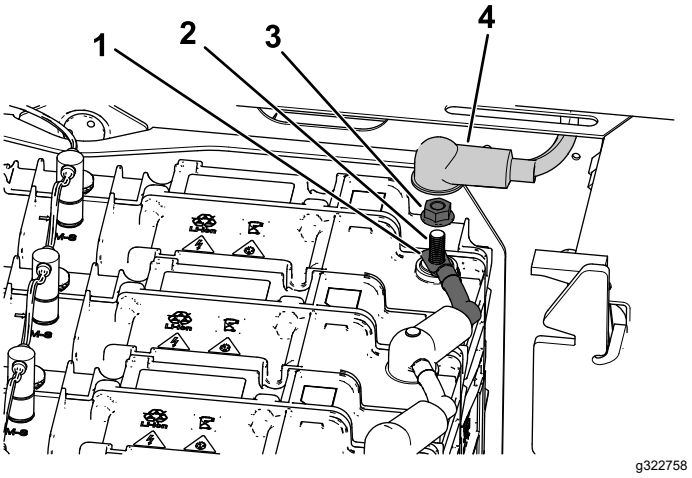

Figuur 42
2. Verwijder de flensmoer en minkabel (-) van de accupool (Figuur 42).
1. Bevestig de minkabel (-) van de accu aan de accupool met de flensmoer (Figuur 42).
2. Plaats het stofkapje van de minpool (-) van de accu over de accupool (Figuur 42).